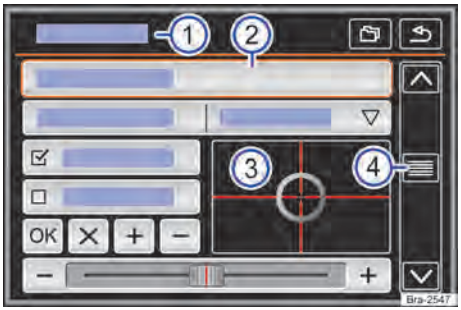

Fig. 112 Representación esquemática: cuadro general de los posibles botones de función en el display.
El equipo está equipado con touchscreen (pantalla táctil) → fig. 112 ③.
Los botones de función inician funciones o abren otros submenús. En submenús se indica, en la línea del título, el menú actualmente seleccionado → fig. 112 ①.